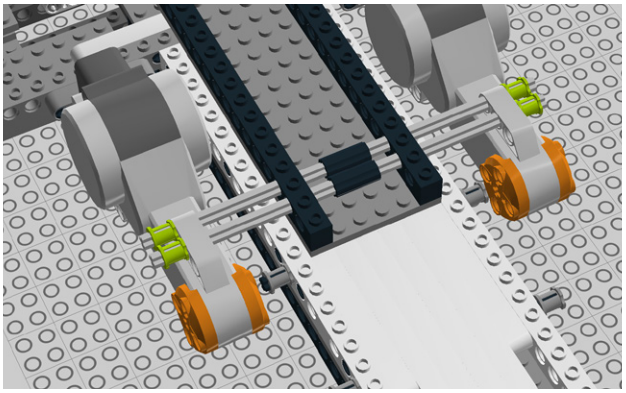

Figure 8-84. *Step 79: Adding bushes*
79. Secure the ends of the cross axles with bushes (Figure 8-84).